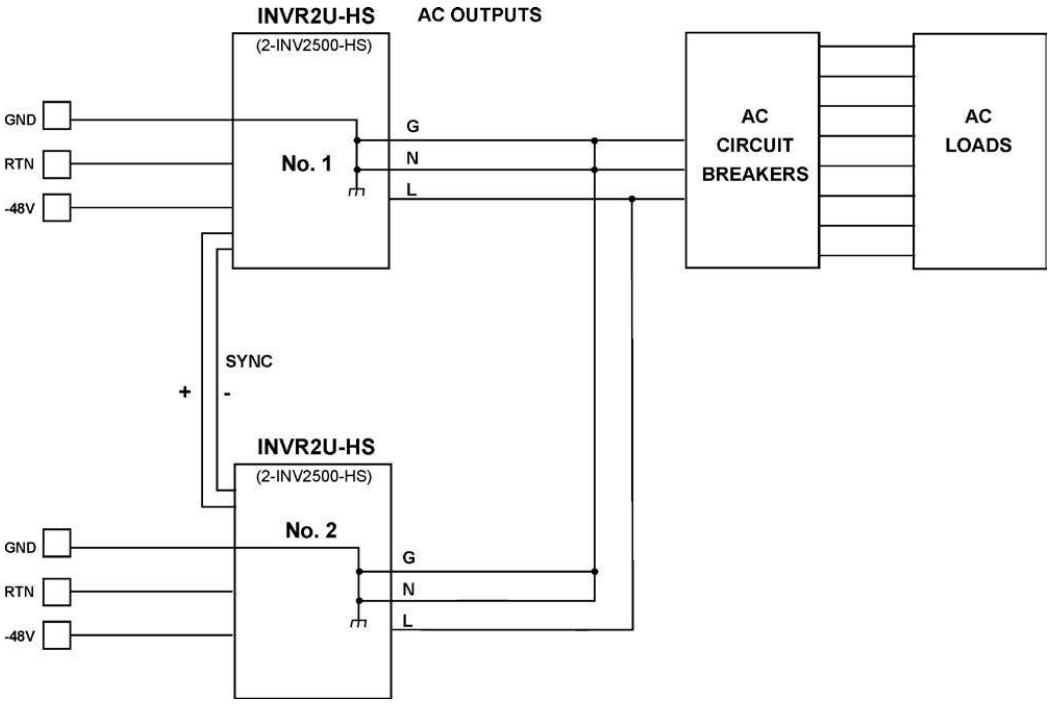

Figure 10 - Operating Two Inverter Shelves in Parallel
15.2 For two or more inverter shelves in parallel, make the input and output connections to the inverters as described in Section 13.0. See Figure 10. Put all external distribution circuit breakers in the off position. Connect the sync terminals together observing proper polarity.